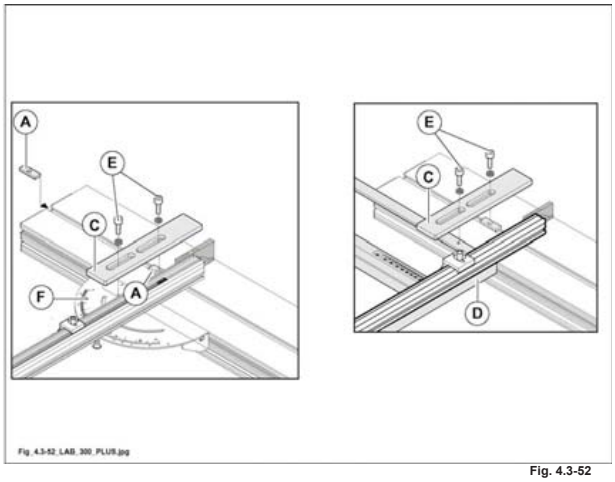

Fig. 4.3-52
- Inserire il lardone (A fig. 4.3-52) nella scanalatura.
- Fissare il pianetto a tenonare (C fig. 4.3-52) sul piano (D fig. 4.3-52) o (F fig. 4.3-52), mediante le viti (E fig. 4.3-52).